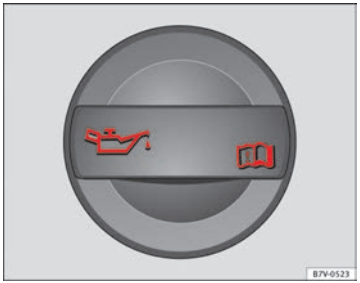

Fig. 107 In the engine compartment: Engine oil filler cap. ▶
- The engine oil filler opening can be recognised by the symbol on the cap ⇒ fig. 107 and the dipstick by its coloured handle.
- Unscrew the cap from engine oil filler opening on the cylinder head ⇒ fig. 107. If you are not sure where the cap is, request help from a specialist.